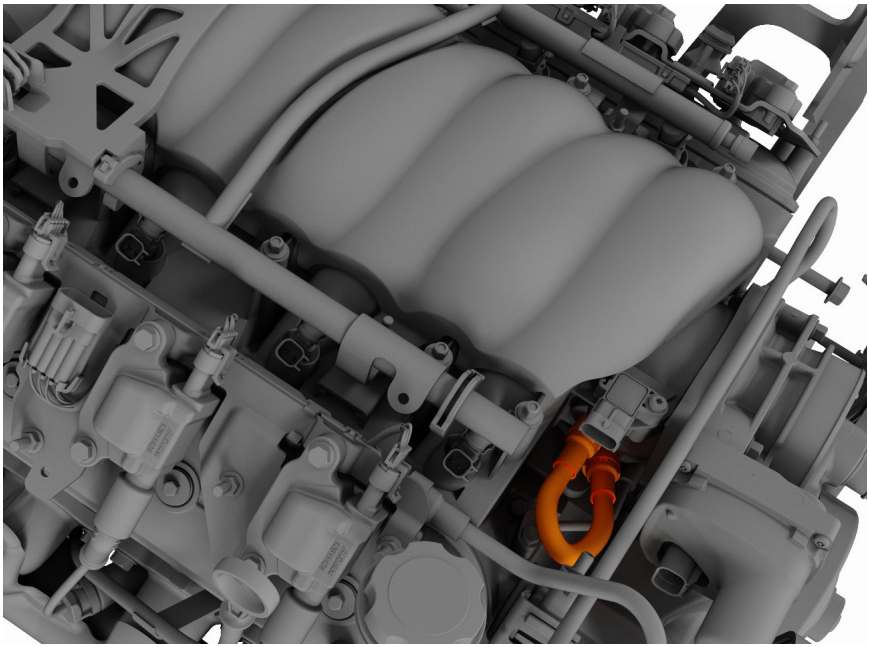
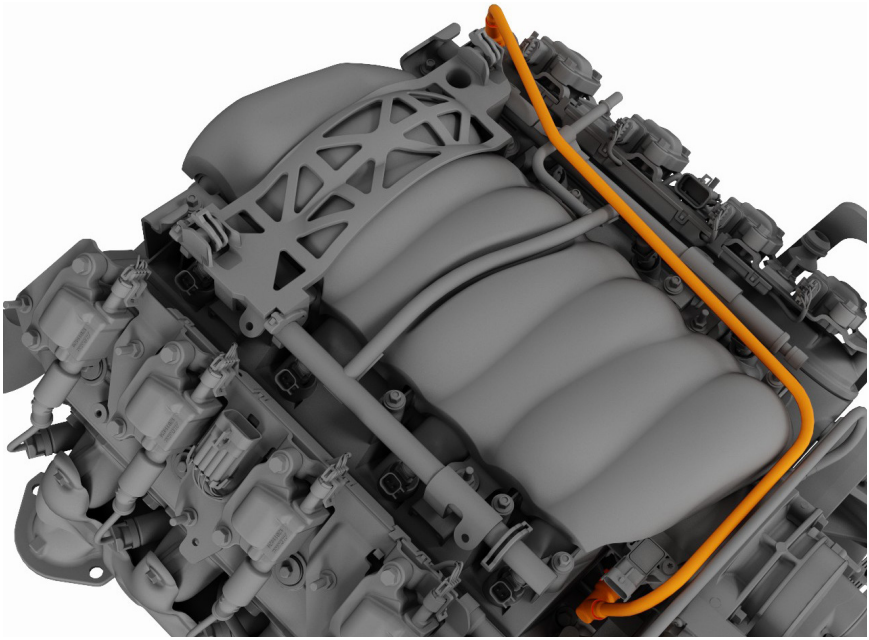
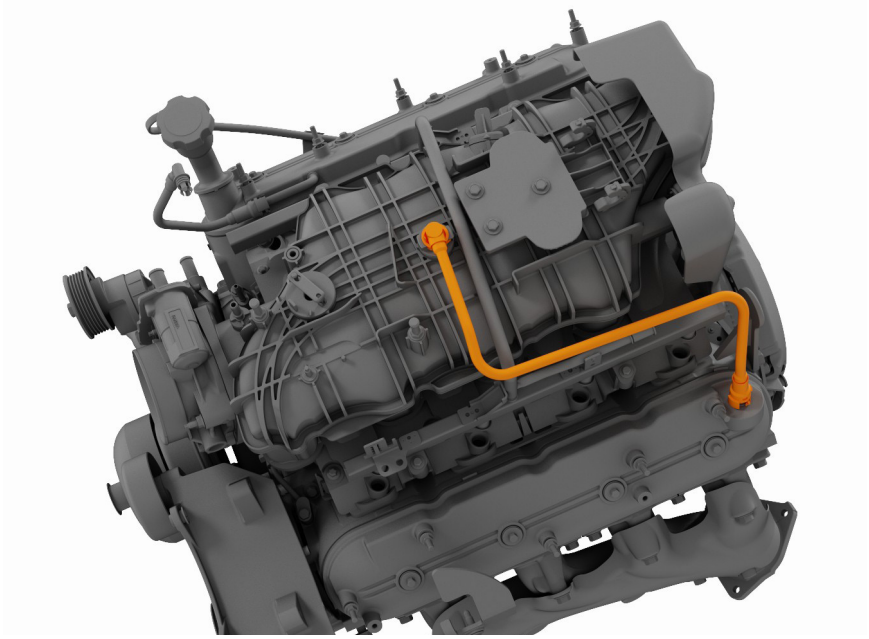

Figure 1 - PCV Hose Design #1
Figure 2 - PCV Hose Design #2
Figure 3 - PCV Hose Design #3
- Figure 1, Figure 2 and Figure 3 show some common designs, highlighted orange.
- The PCV hose design is different between LS/Vortec engines. Figure 1, Figure 2 and Figure 3 show typical factory designs.
- Figure 2 = Design #2
- Figure 3 = Design #3
b. Refer to Figure 1, Figure 2 and Figure 3.